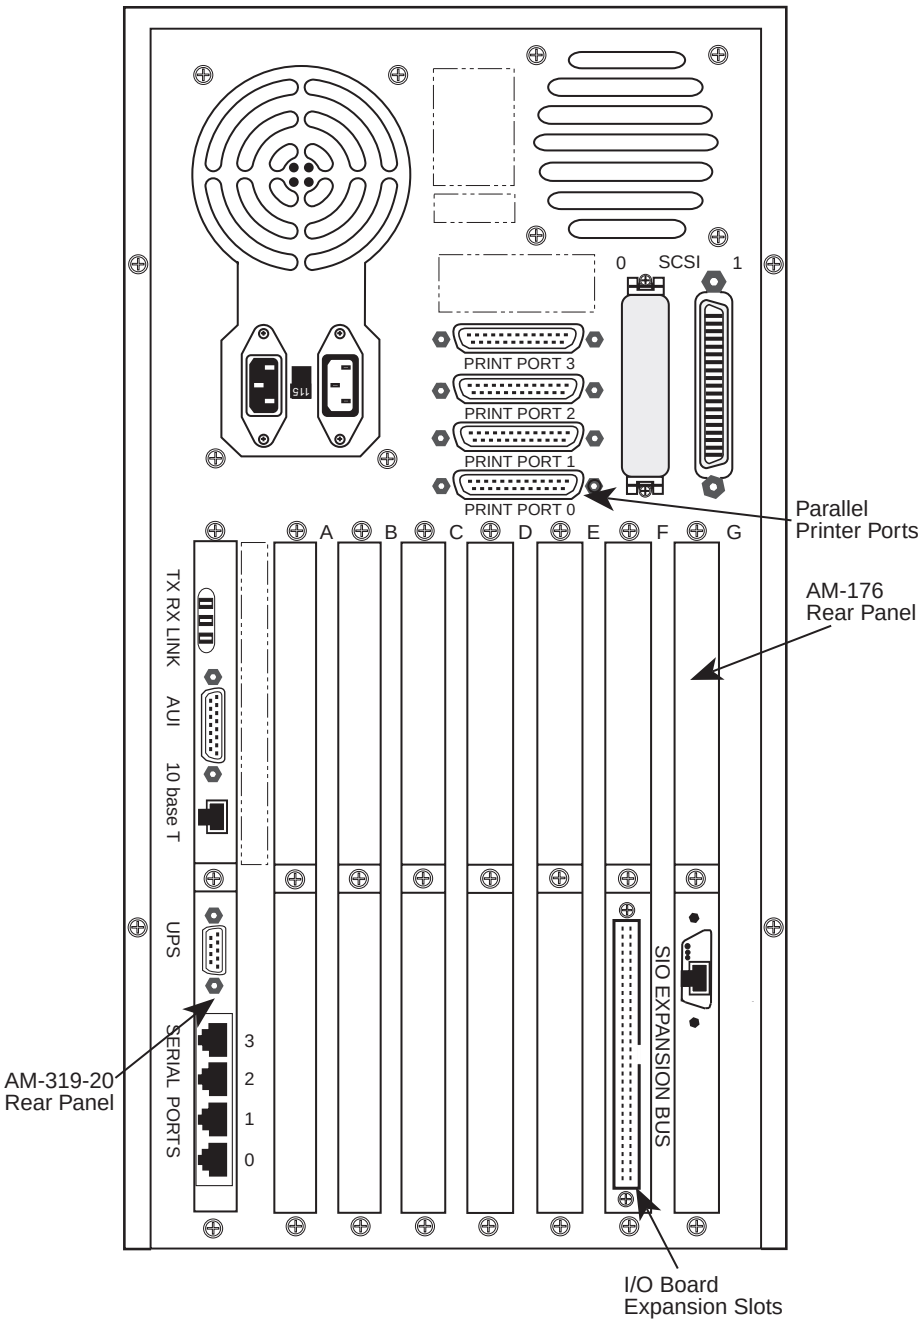

***Figure F-3: Deskside Chassis Rear Panel Configuration***
6. Attach each I/O board using the second through the sixth. Connect A Channel at P3 and B Channel at P6 on the AM-319-20 board. Make certain the last I/O board is terminated and the I/O cable stops on last connection. See Figure F-3 below.